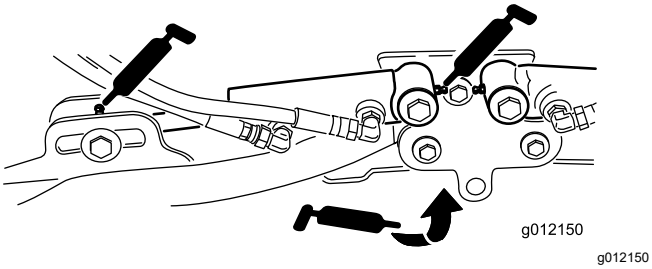

Rysunek 77
- Cylindry podnoszenia zespołu tnącego (po 2) (Rysunek 77)
- Przeguby ramienia podnoszenia (po 1) (Rysunek 77)